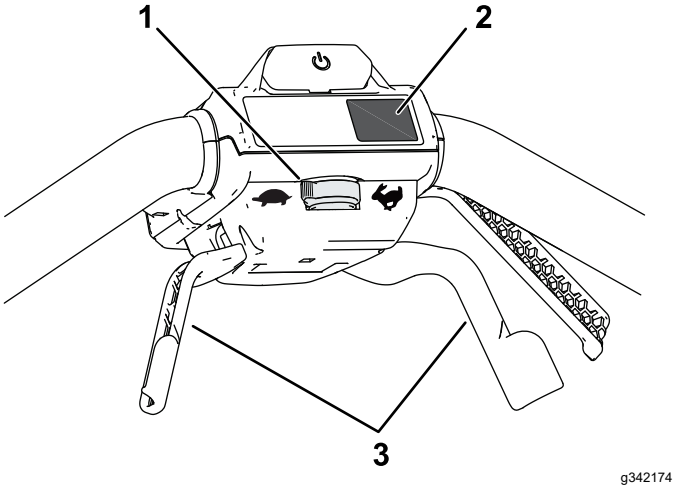

Rysunek 12
- **Aby wyregulować prędkość w trybie samobieżnym, ustaw regulator prędkości (Rysunek 12).**
- **Aby załączyć napęd trybu samobieżnego, przyciągnij dźwignie napędu trybu samobieżnego do uchwytu i przytrzymaj je (Rysunek 12).**
Naciśnij przycisk MAX (poniżej przycisku włączania zasilania), aby ustawić prędkość MAX maszyny (Rysunek 12).